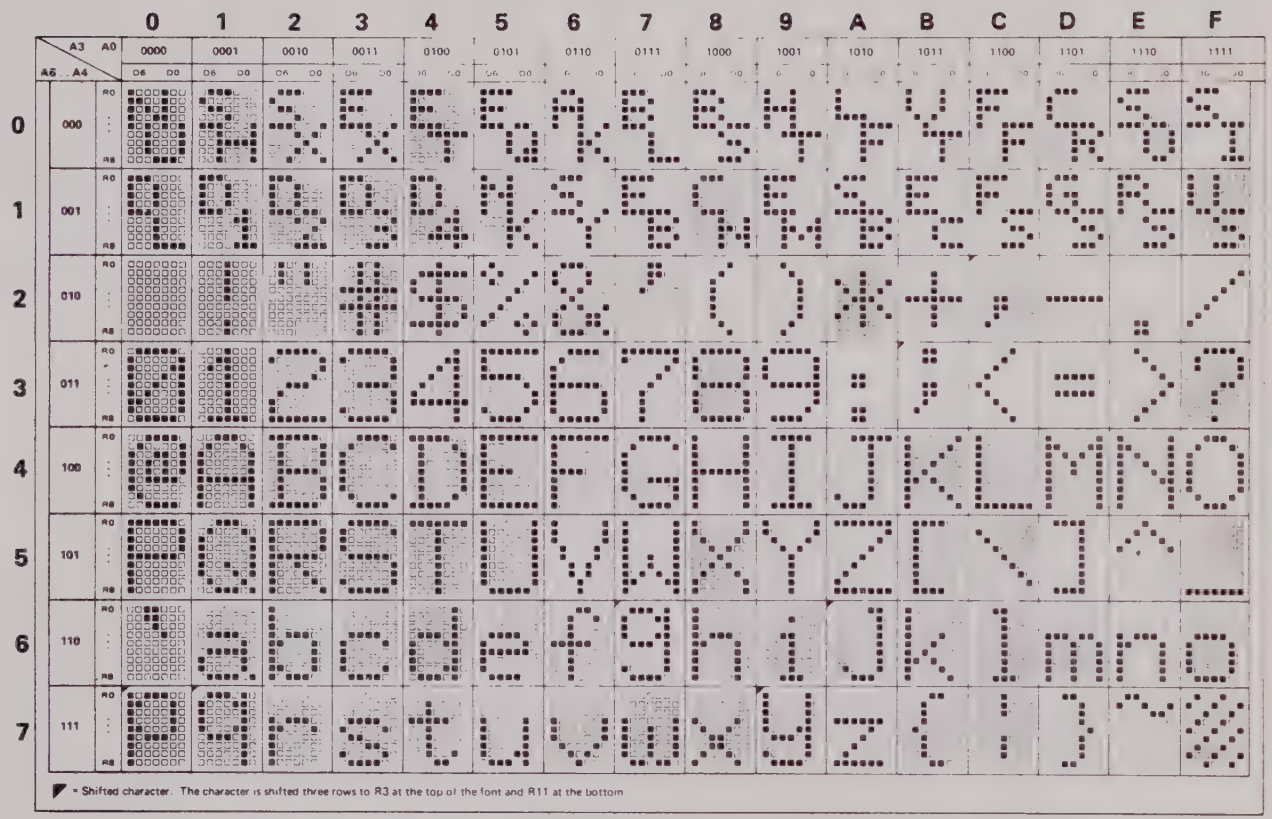

Figure 2-3. 128-Character ANSI Symbol Set for Data Communications Formed in 7 x 9 Dot Matrix Display Format.
The display font (letter and symbol style) used in the INTERVIEW is the ANSI Standard for a 7-bit code. This symbol set is shown in Figure 2.3. The ASCII code for this set is referenced at the top and side of the set. (The code shown is in order of transmission; i.e., A0 = Least Significant Data Bit.) Each character of the set is composed of a number of dots in a 7- by 9-dot matrix.
When the INTERVIEW is set to display characters in TEXT, the display consists of the character set shown in Figure 2-3. However, in instances where an input character has no defined symbol, the character is displayed in HEXADECIMAL and will blink to alert the operator that an undefined character has been received. In EBCDIC/BI-SYNC, the cursor addressing characters and BCC calculations are included in this category. Examples of TEXT display are shown in the left-hand column of Figure 2-4. The display symbols associated with each of the nine (9) possible input codes are shown in Tables 2-5 through 2-13.